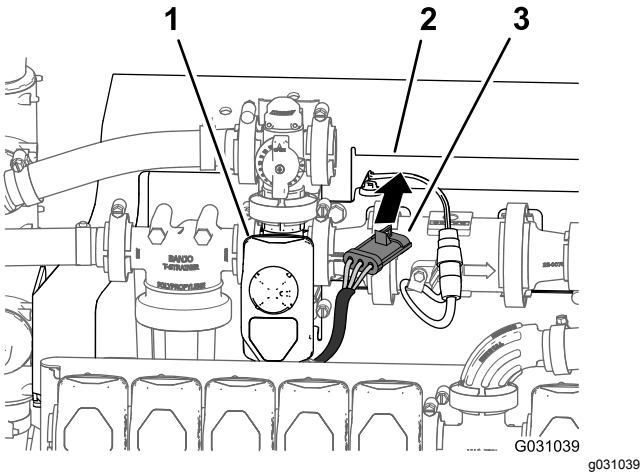

Figur 109
5. Før konnektoren med 3 ben til omrøringsventilen frem foran manifoldbeslaget (Figur 109).